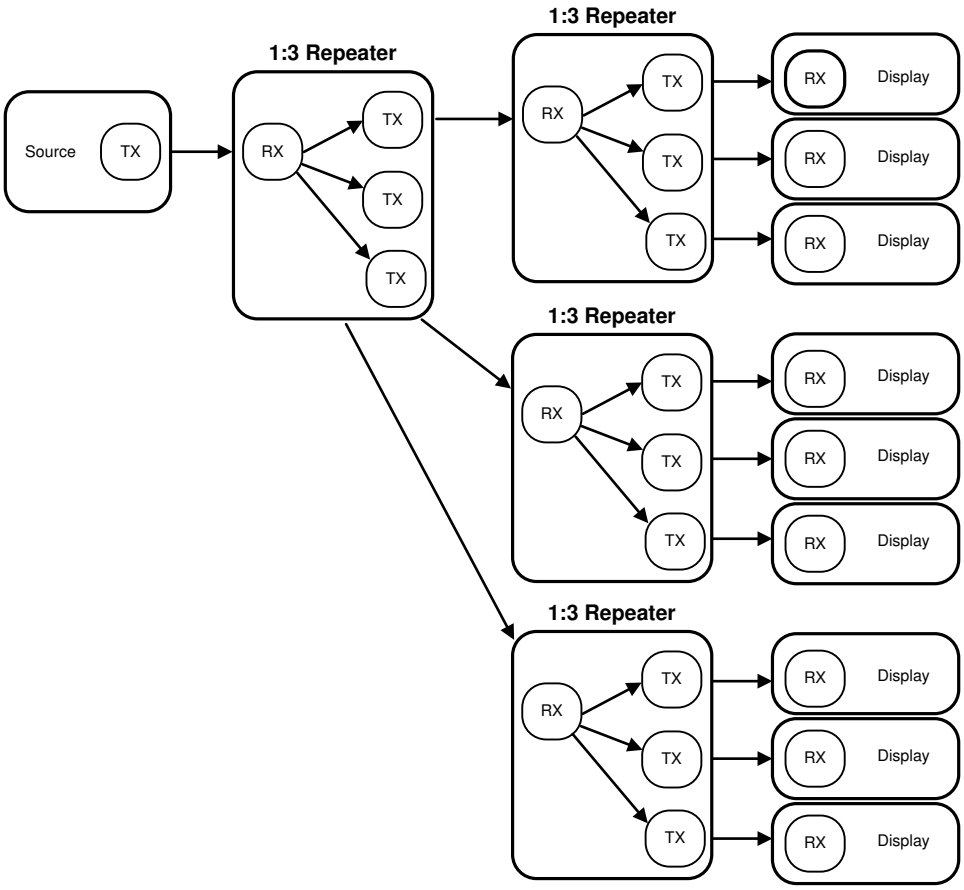

図 7-9. HDCP Maximum Repeater Application
In the HDCP repeater application, this document refers to the DS90UH947-Q1 as the HDCP transmitter (TX), and refers to the DS90UH948-Q1 as the HDCP receiver (RX). 図 7-9 shows the maximum configuration supported for HDCP repeater implementations. Two levels of HDCP repeaters are supported with a maximum of three HDCP Transmitters per HDCP receiver.